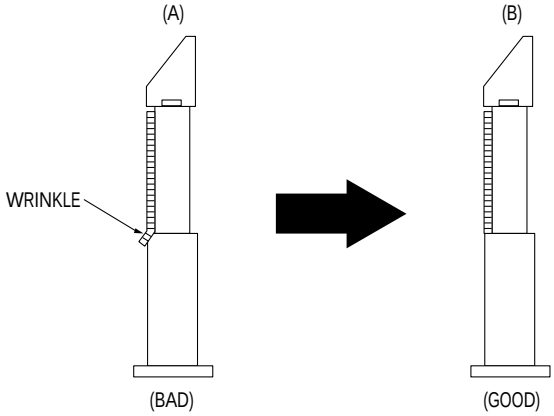

Fig. 5-8 Tape Guide Check
2) Confirm that there is no curl or wrinkle at the lower flange of tape guide as shown in Fig. 5-8 (B).
3) If a curl or wrinkle of the tape occurrs, slightly turn the screw (A) tilt adjust on the ACE head ass'y.